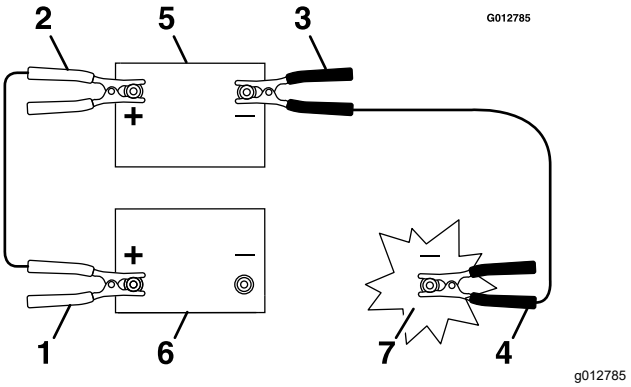

Rysunek 49
3. Podłącz przewód dodatni (+) do dodatniego (+) zacisku rozładowanego akumulatora, który jest podłączony do rozrusznika lub zaworu elektromagnetycznego w sposób pokazany na Rysunek 49.